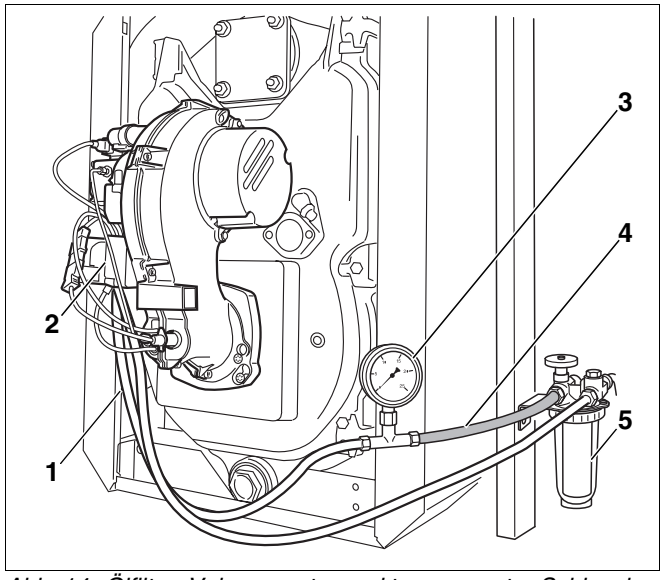

Abb. 14 Ölfilter, Vakuummeter und transparenter Schlauch
- Vakuummeter (Abb. 14, **Pos. 3**) mit transparentem Schlauch (Abb. 14, **Pos. 4**; Zubehör), wie in Abbildung 14 dargestellt, zwischen Ölfilter (Abb. 14, **Pos. 5**) und Ölansaugleitung (Abb. 14, **Pos. 1**) montieren.
- Ölfeuerungsautomat (Abb. 14, **Pos. 2**) vom Sockel abziehen.
- Blasenfreiheit des angesaugten Öls über den transparenten Schlauch (Abb. 14, **Pos. 4**) kontrollieren.
- Ölabsperrhahn am Ölfilter (Abb. 14, **Pos. 5**, Seite 18) schließen und transparenten Schlauch (Abb. 14, **Pos. 4**, Seite 18) mit Vakuummeter (Abb. 14, **Pos. 3**, Seite 18) demontieren.
- Ölansaugleitung (Abb. 14, **Pos. 1**, Seite 18) an den Filteranschluss des Ölfilters (Abb. 14, **Pos. 5**, Seite 18) anschrauben.
- Ölabsperrhahn am Ölfilter (Abb. 14, **Pos. 5**, Seite 18) öffnen.